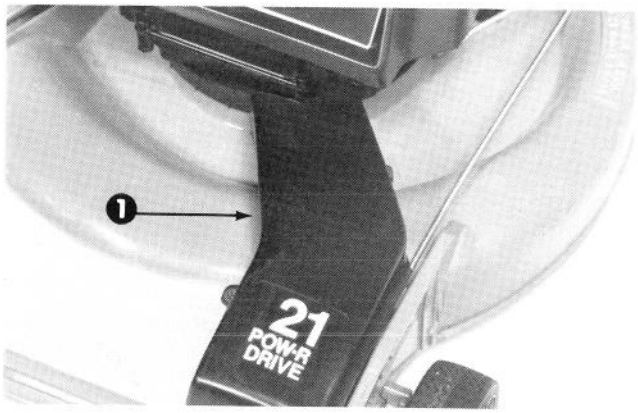

Figure 32
2. Remove two screws holding POW-R-DRIVE COVER (Fig. 32) and put cover aside.